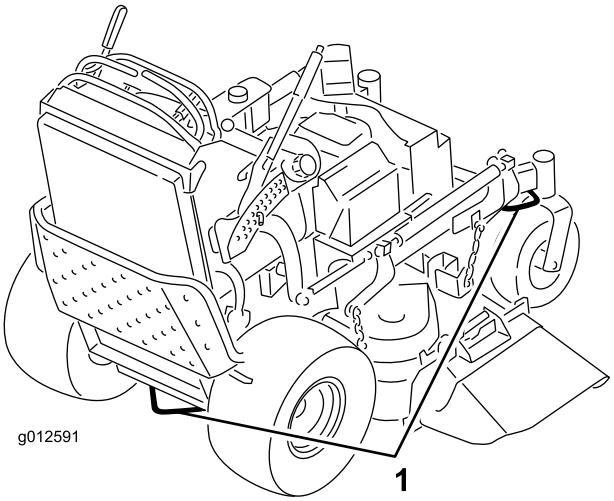

**Figur 26**
6. Brug metalstropperne på maskinen til at fastgøre maskinen til anhængeren eller lastbilen med stropper, kæder, kabler eller reb (Figur 26).